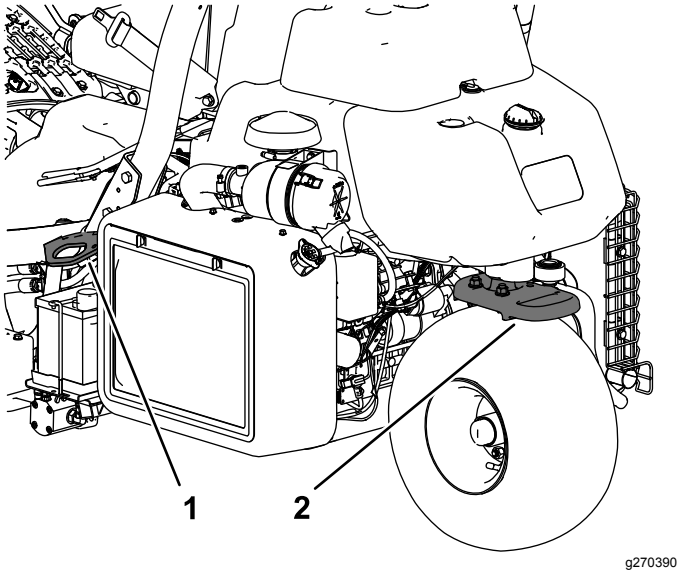

Figur 28
- Fest maskinen godt med stropper, kjetting, kabel eller tau. Både de fremre og bakre stroppene må ledes nedover og utover fra maskinen (Figur 28).